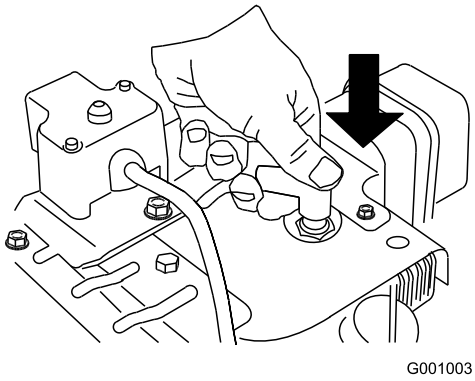

Figur 23
1. Koble til tennpluggledningen (Figur 23).